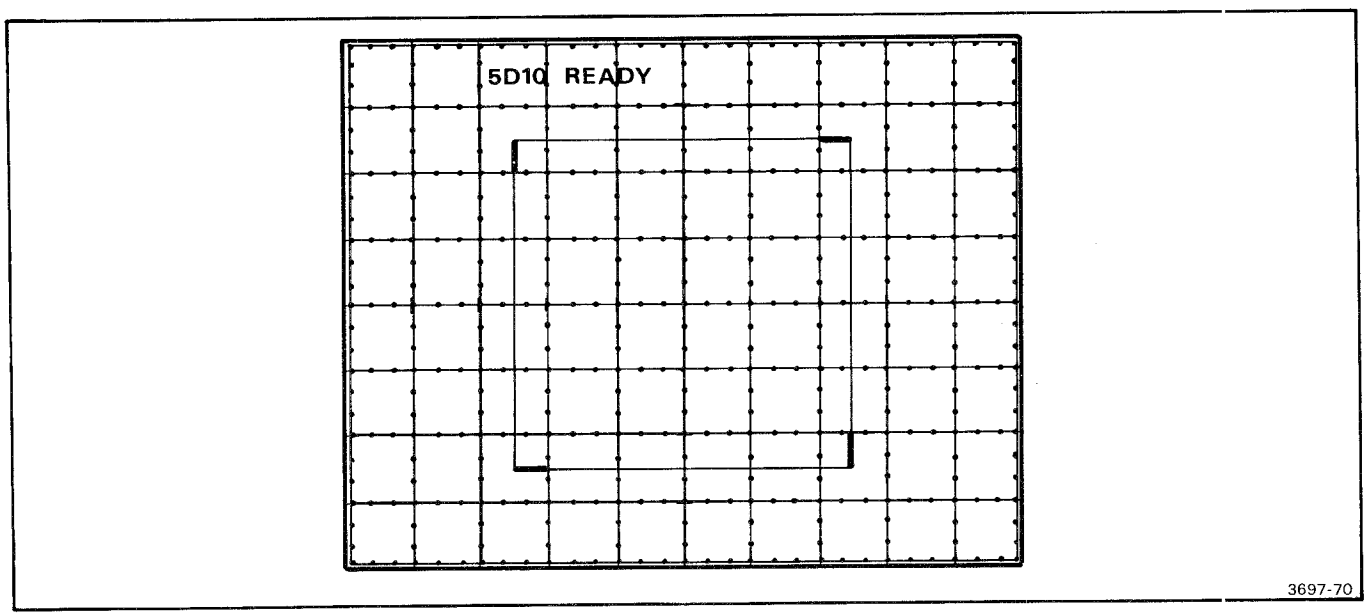

Figure 2-4. Power-up self-test display graticules (passed message shown).
mainframe in which the 5D10 is installed will display a graticule, and, in the upper left corner, display 5D10 READY'. See Figure 2-4. If neither SAVE nor SAVE REF has been pressed, the 5D10 will function in the normal fashion.
4. Observe that the dots and vectors match, and that the corners of the box pattern are in line. Refer to Figure 2-4.